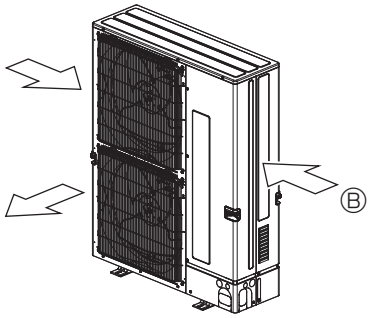

Fig. 2-6
③ Placer l’appareil de sorte que la sortie d’air souffle dans la direction perpendiculaire à celle des vents saisonniers, si celle-ci est connue. (Fig. 2-6)